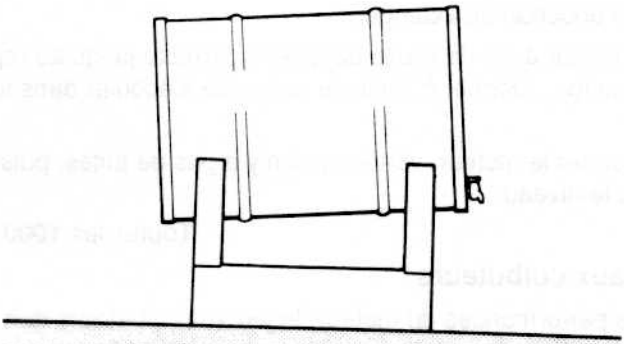

fig 67
5. Figure 67. Les fûts de combustible doivent être stockés à l'abri pour éviter la pénétration d'eau. Ils doivent être légèrement inclinés de façon à permettre à l'eau de s'écouler du rebord supérieur. Les fûts ne doivent pas être stockés trop longtemps avant l'emploi.